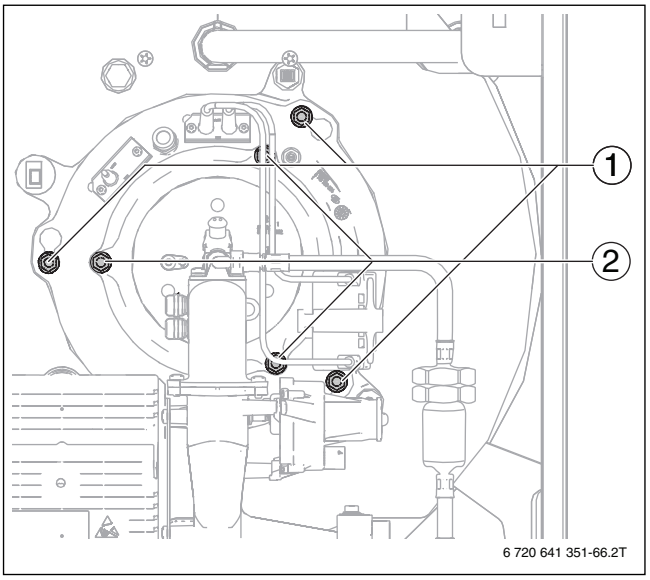

Bild 64 Befestigungsmuttern lösen
▶ Befestigungsmuttern am Brennerflansch (Bild 64, [1]) lösen.
- Befestigungsmuttern am Brennergehäuse (→ Bild 64, [2], Seite 42) entfernen.
- Brenner in Wartungsposition einhängen (T-förmiger Ausschnitt in der Verkleidung oben rechts/links) (→ Bild 64, Seite 42).